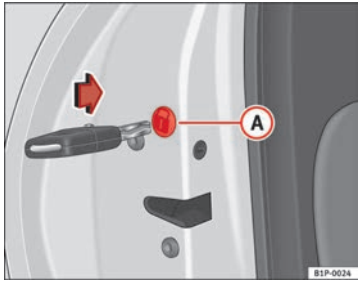

Fig. 58 Locking the doors manually
Open the door and remove the cap (A) ⇒ Fig. 58 printed with a lock image. This will expose a circular element with a groove in the centre. Insert the key into the groove and rotate the element clockwise for the right hand side doors and anticlockwise for the left hand side doors.